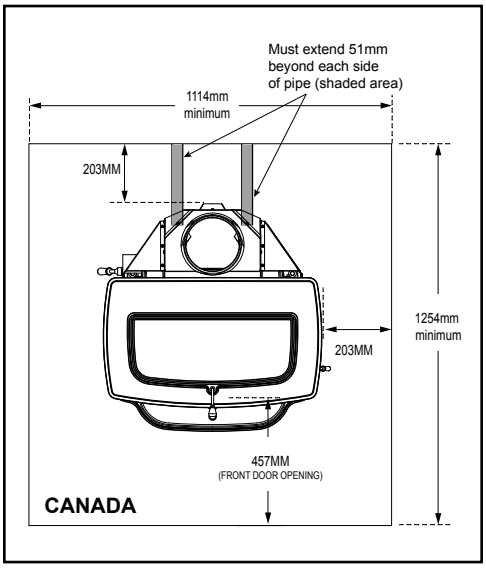

Figure 3.7
***EXCEPTION:** Non-combustible floor protections must extend beneath the flue pipe when installed with horizontal venting and extend 2” (51 mm) beyond each side, Figure 3.7.